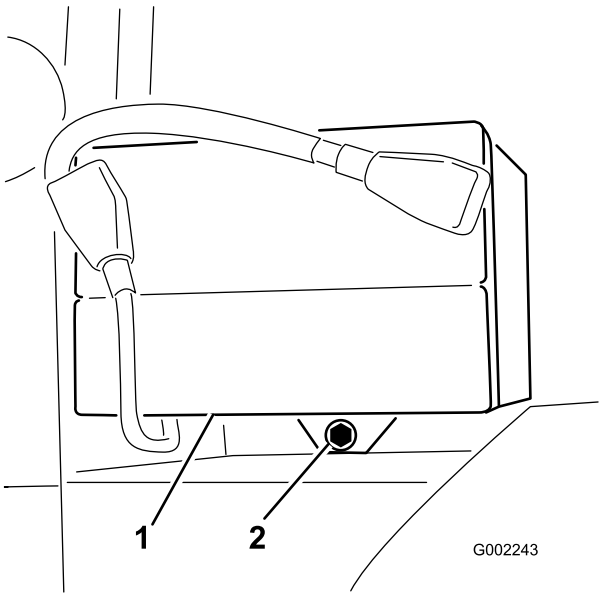

Figuur 45
2. Verwijder de accuhouder en bevestigingen (Figuur 45).
3. Monteer de accuhouder en zet deze vast met de bevestigingen die u eerder hebt verwijderd (Figuur 45).